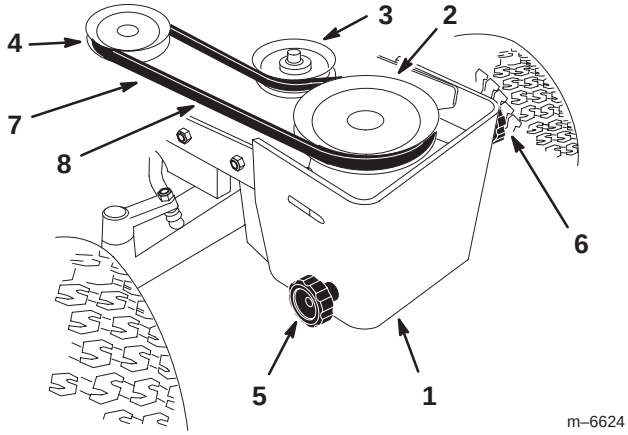

Figure 21
1. Turn the left (upper) knob on the front pulley box to loosen the PTO drive belt (Fig. 21).
2. Remove the PTO belt from the clutch pulley (Fig. 21).
3. Remove the PTO belt from the upper pulley and upper idler pulley in the pulley box (Fig. 21).
4. Install the PTO new belt onto the clutch pulley (Fig. 21).
5. Install the PTO belt onto the upper pulley and upper idler pulley in the pulley box (Fig. 21).
6. Turn the left (upper) knob on the front pulley box to tighten the PTO drive belt (Fig. 21). There needs to be a 1/2 inch (13 mm) deflection in the belt.